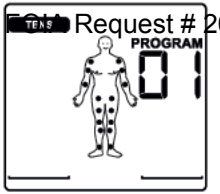

Fig. 1
- Press the **MENU** button to navigate through the TENS / EMS / MASSAGE menus (Fig. 1, example of a TENS display) and press the **ENTER** button to confirm your selection.